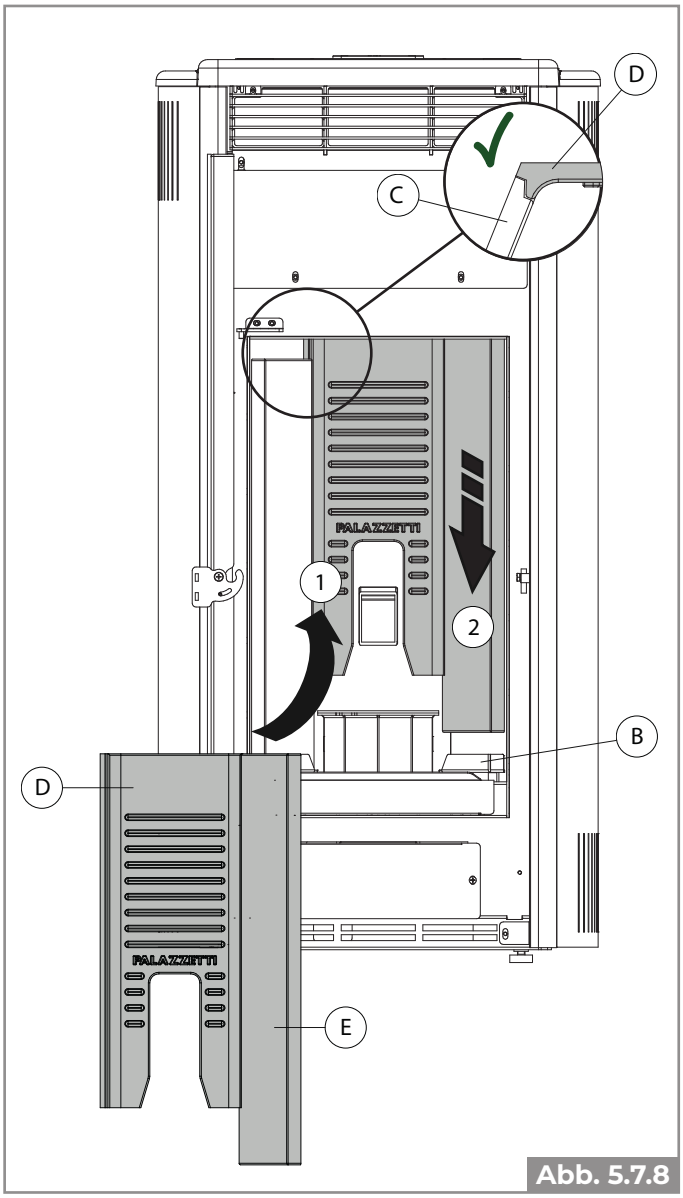
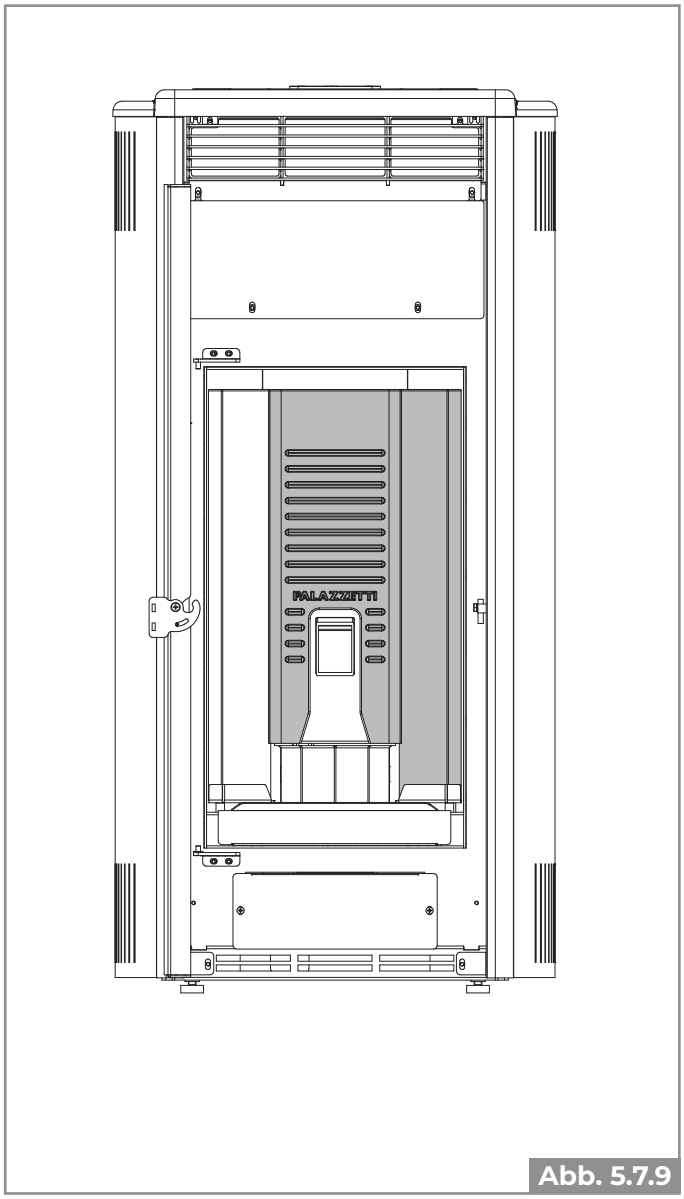

Abb. 5.7.8
Abb. 5.7.9
- Die Rückwand D in das seitliche Profil der linken Wand C einrastet und auf dem Kohlenbecken-Träger aufsitzt (**Abb. 5.7.8- Abb. 5.7.9**) verbinden
- Der untere Teil der rechten Wand E in das Trägergehäuse B eingesetzt wird (**Abb. 5.7.8- Abb. 5.7.9**) verbinden;